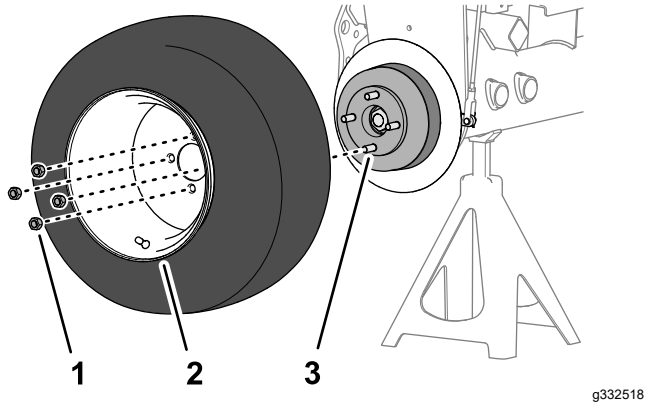

**Figur 72**
1. Montera hjulet på navet med de fyra hjulmuttrarna (Figur 72) och dra åt hjulmuttrarna för hand.